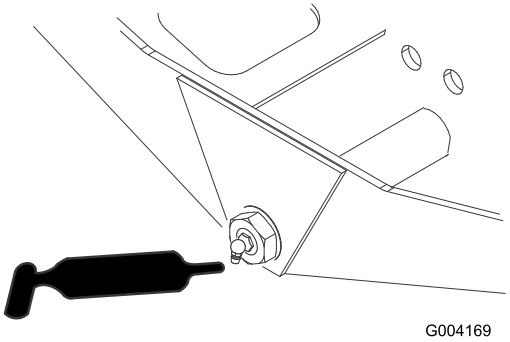

Figuur 50
- Draaipunt van asbesturing (1) (Figuur 50)